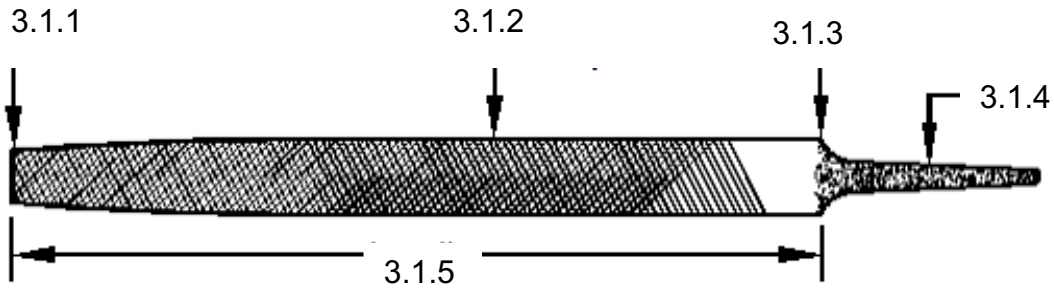

FIGURE 4 (5)
3.1 Name the parts of a file given in FIGURE 4 by writing only the answer next to the question number (3.1.1–3.1.5) in the ANSWER BOOK.